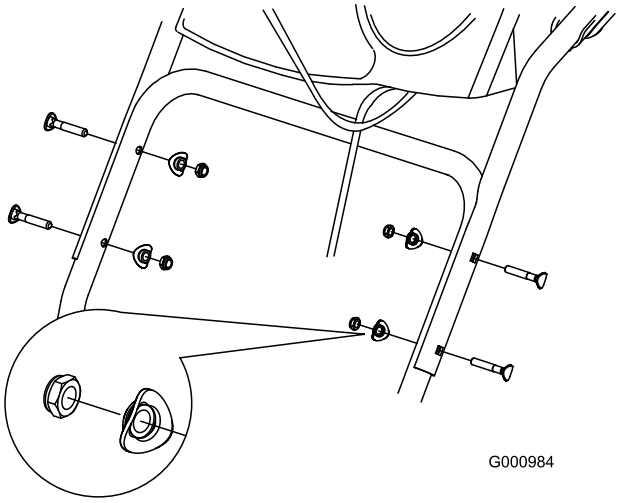

**Figure 4**
2. Secure the upper handle with 4 handle bolts, 4 curved washers, and 4 locknuts from the loose parts bag (Figure 4).